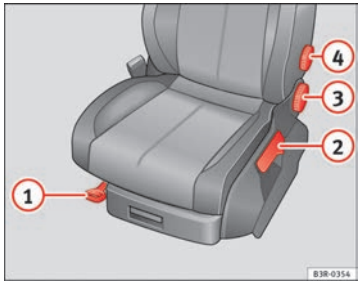

Fig. 104 Adjuster controls on driver seat
– Lift the lever (1) ⇒ Fig. 104 and move the seat to the desired position.
– Then release the lever (1) and move the seat further until the catch engages.
– Pull the lever (2) ⇒ Fig. 104 up repeatedly until the seat is in the desired position.
– Turn the adjuster wheel (3) ⇒ Fig. 104 to set the angle of the backrest as required.
– Do not exert any pressure on the backrest and turn adjuster wheel (4) ⇒ Fig. 104 to adjust lumbar support.